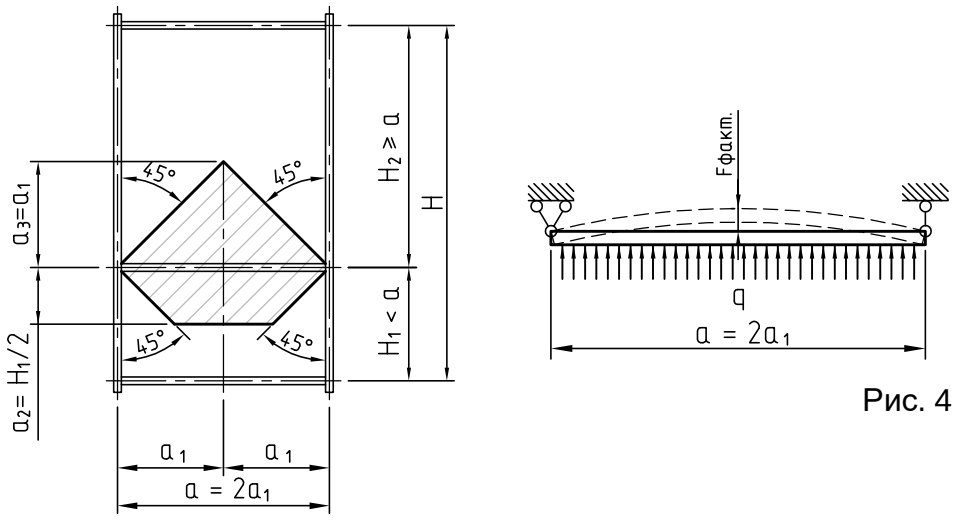

Рис. 4
Расчет производится по формуле (1) и аналогичен расчету на прочность стойки. Схема для определения грузовой площади на ригель показана на рис. 4.